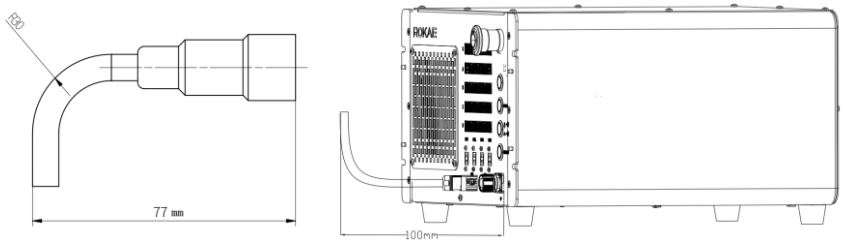

图 23 示教器线缆弯曲半径示意及插拔空间示意图
- 控制柜前面板处留有示教器线缆接口，出线口处需预留插拔空间；同时示教线缆弯折半径不小于 77mm，因此接线口处需保留不低于 100 mm 的空间，如图 23 所示。